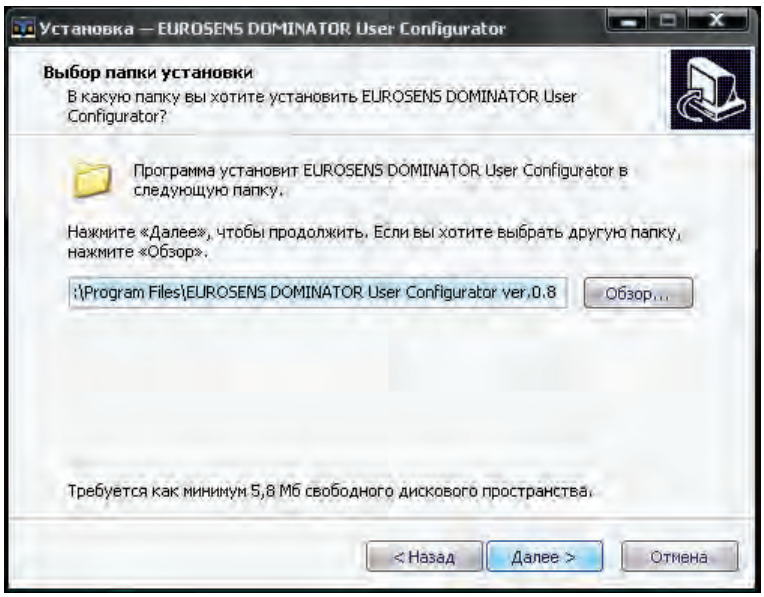

Рис.9
10) в следующем окне (рис.9) необходимо выбрать папку установки программы (по умолчанию программа устанавливается в папку **"C:\Program Files\EUROSENS Dominator User Configurator ver.X.X"** для операционной системы 32-bit и **"C:\Program Files (x86)\EUROSENS Dominator User Configurator ver.X.X"** для операционной системы 64-bit):